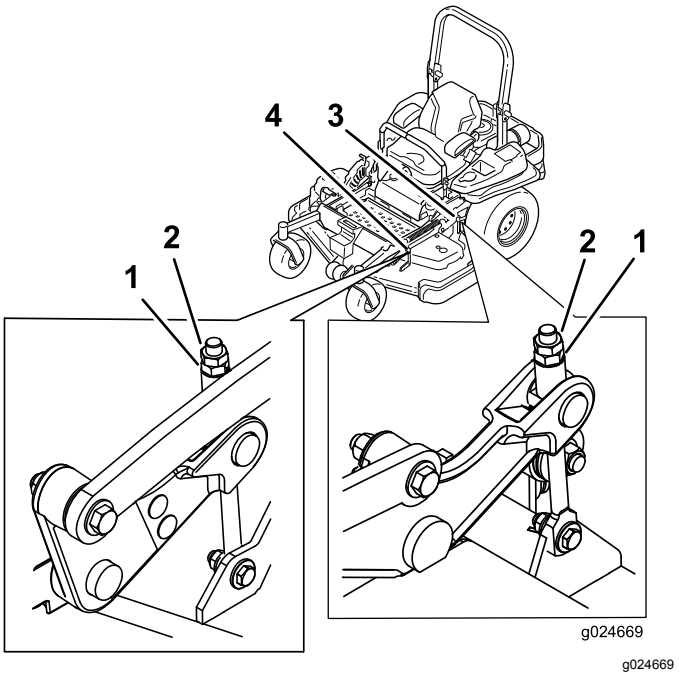

Figur 86
9. Finindstil justermøtrikken på forreste skjoldløfteenhed ved at dreje den (se Figur 86).
14. Finjuster justeringsskruen ved at dreje den til en højde på 8,3 cm (Figur 86).